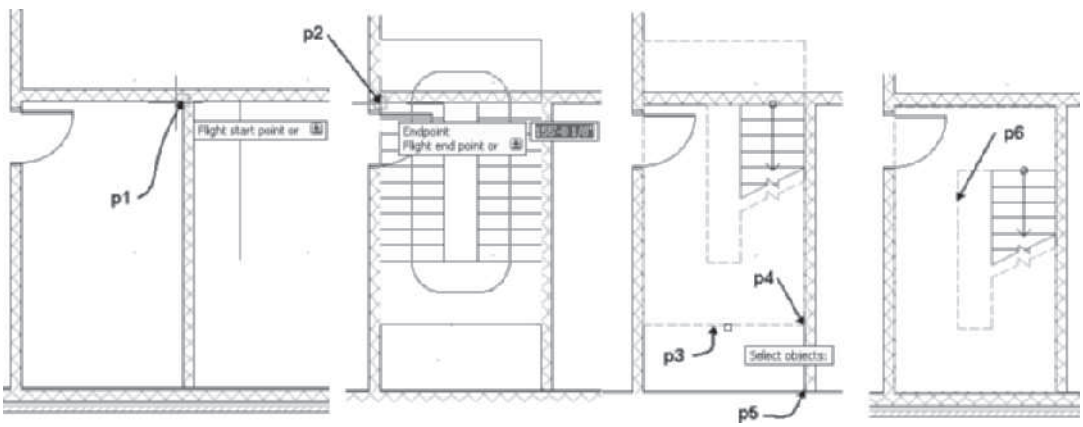

FIGURE 9.68 *Location of flight points of U-shaped stair*
Flight start point or: *(Select the wall near p1 using the Endpoint object snap as shown in Figure 9.68.)*
Flight endpoint or: *(Select the wall near p2 using the Endpoint object snap as shown in Figure 9.68.)*
Select objects: *(Select the stair at* p3 *as shown in Figure 9.68.) 1 found*
(Select a point near p4 as shown in Figure 9.68.)
(Select a point near p5 as shown in Figure 9.68.)
10. Select the Content Browser from the Tools flyout of the Build panel of the Home tab and open Design Tool Catalog – Imperial > Stairs and Railings > Railings [Design Tool Catalog - Metric] >Stairs and Railings > Railings. Select the i-drop for Guardrail-Rect Balusters from page 2 of the Railings category and drag this style into the workspace. Edit the Properties palette for the railing as follows: Attached to = Stair, Perpendicular posts = No, Maintain sloping posts at landings = No, Side offset = 2" [50], and Automatic placement = yes. Select the stair near p6 as shown in the command sequence below and in Figure 9.68.
Select a stair or [Style/Attach/Match/Undo]: *(Select the stair near p6 as shown in Figure 9.68.)*